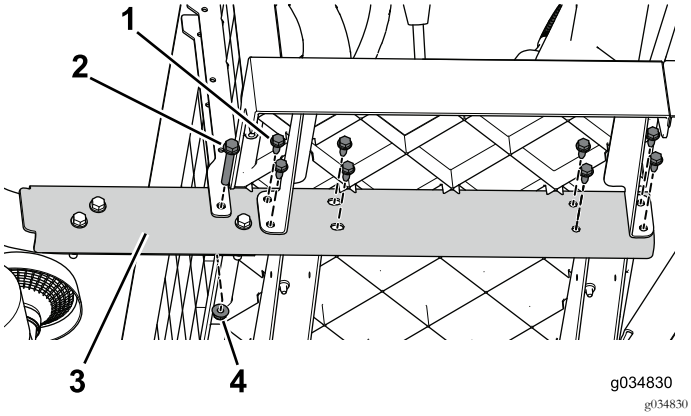

Figur 16
2. Fjern de flangebolte (3/8 x 2-1/2 tomme) og møtrikker, der fastgør længdevangen på maskinen (Figur 16). Gør dette på begge sider af maskinen.
3. Arbejd dig fra for- til bagenden og fjern flangeboltene (5/16 x 3/4 tomme), der fastgør længdevangen på maskinen (Figur 16). Gør dette på begge sider af maskinen.